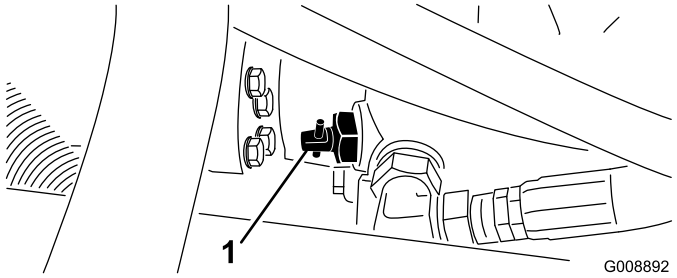

Figuur 27
1. Ga naar het omloopventiel op de pomp (Figuur 27) en draai deze 90°.